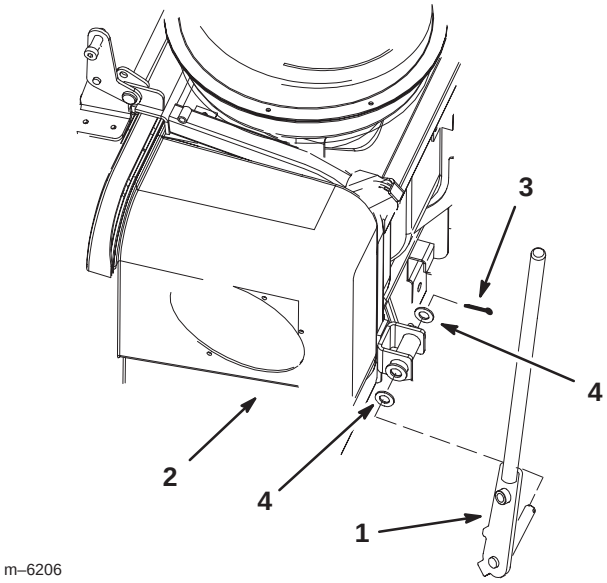

Figure 2
7. Remove the cotter pin and washer from the bagger arm (Fig. 2). Save the washer.
8. Slide the existing bagger arm out from the bagger and save the washer (Fig. 2).